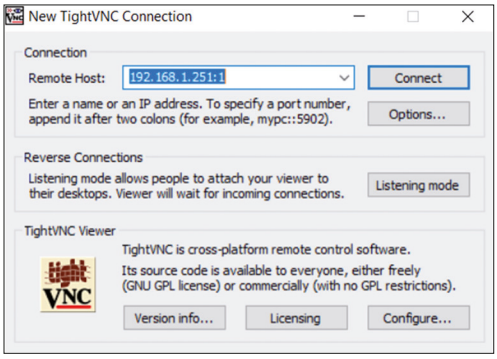

Figure 10.38 Connect with TightVNC viewer to the Raspberry Pi.
- Start the **TightVNC Viewer** on your PC and enter the Raspberry Pi's IP address with ':1' appended to it. Click **Connect** (Figure 10.38)